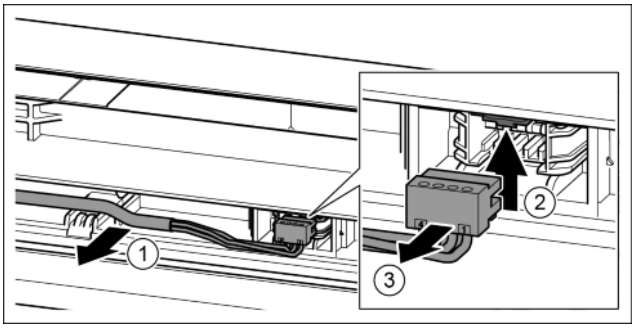

Fig. 19
- ▶ Carefully remove the grey cable from the guide in the door. *Fig. 19 (1)*
- ▶ Press the tab upwards. *Fig. 19 (2)*
- ▶ Carefully remove the plug. *Fig. 19 (3)*